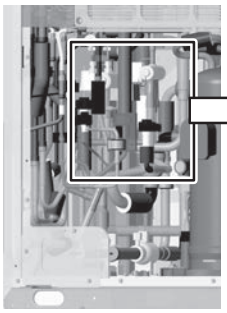

Figure 5-1
(5) Remove the coils, coil covers, pipe covers, and adjacent wiring of the four-way valve and LEV. (See Figures 5-1 through 5-3.)